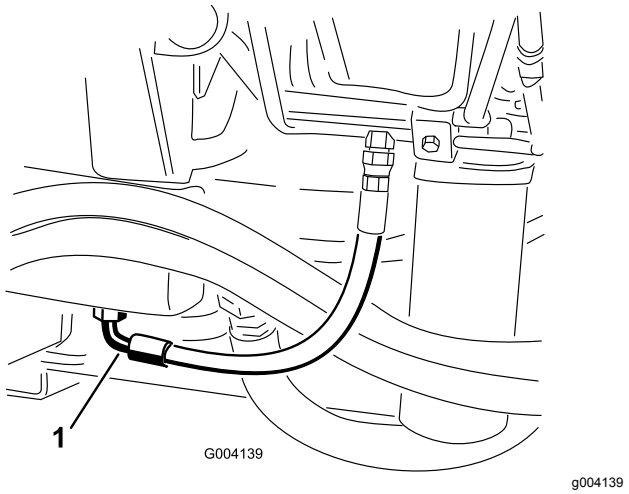

Figur 90
2. Anbring en stor bakke under stykket, der sidder i bunden af hydraulikvæskebeholderen (Figur 90).